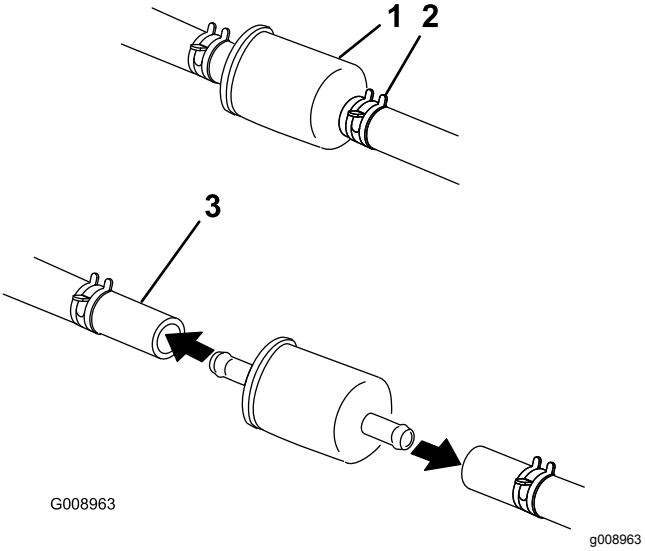

Figuur 51
2. Reinig het gebied rond de dop van de brandstoftank om te voorkomen dat de brandstoftank verontreinigd raakt (Figuur 51).
4. Druk de uiteinden van de slangklemmen naar elkaar toe en schuif ze weg van het filter (Figuur 51).